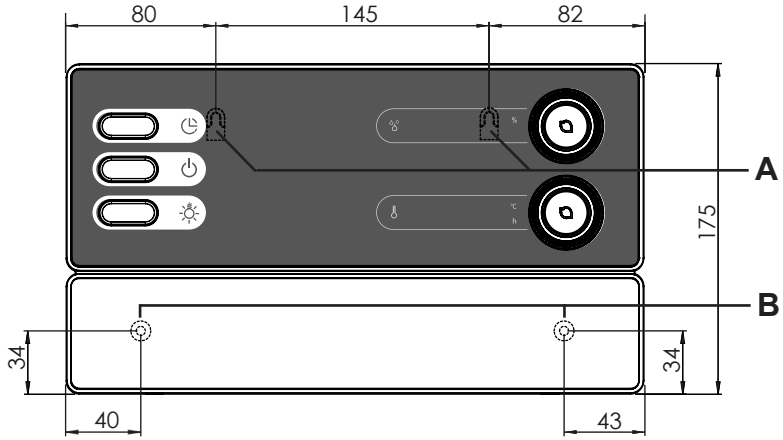

afb. 1 Positie van de ophangconstructie en de montageopeningen (afmetingen in mm)
1. Draai twee kruiskopschroeven (16 mm) op een hoogte van ongeveer 1,70 m tot op een afstand van 7 mm in de saunawand. De beide schroeven moeten 145 mm van elkaar verwijderd zijn (zie **afb. 1**).
3. Hang de saunabediening met behulp van de ophangconstructie **A** aan de gemonteerde kruiskopschroeven (zie **afb. 1**).
4. Draai twee kruiskopschroeven (16 mm) in de onderste bevestigingsopeningen **B** vast (zie **afb. 1**).